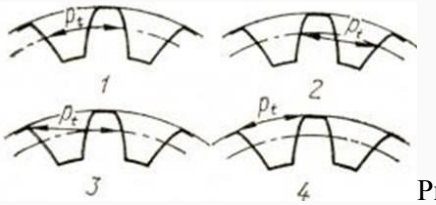

Рис. 1
06. На каком рисунке правильно показан шаг зацепления (рис.1)?